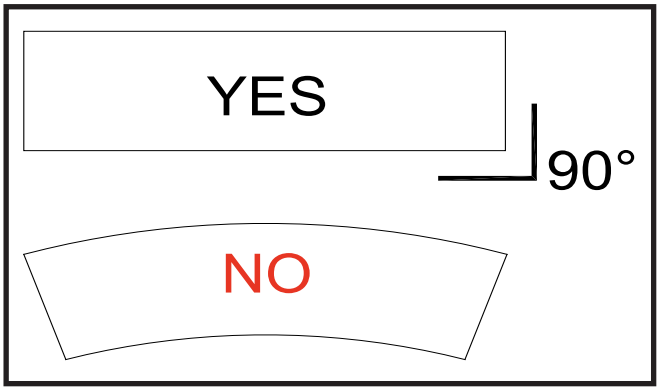

FIGURE 4
2. As a double check, lay out belt on a level surface and pull tight. The belt should lay flat and be in a straight line. See ***FIGURE 4***. At this time recheck belt ends to ensure that they were cut squarely and that the lacing was installed properly.